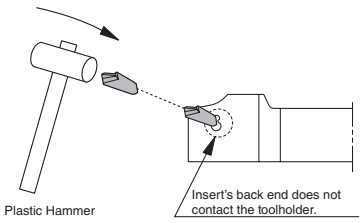

Fig. 1 How to attach inserts
1. Tap the insert lightly with a plastic hammer to push it into the extent that it can not be removed by hand. (Fig.1)